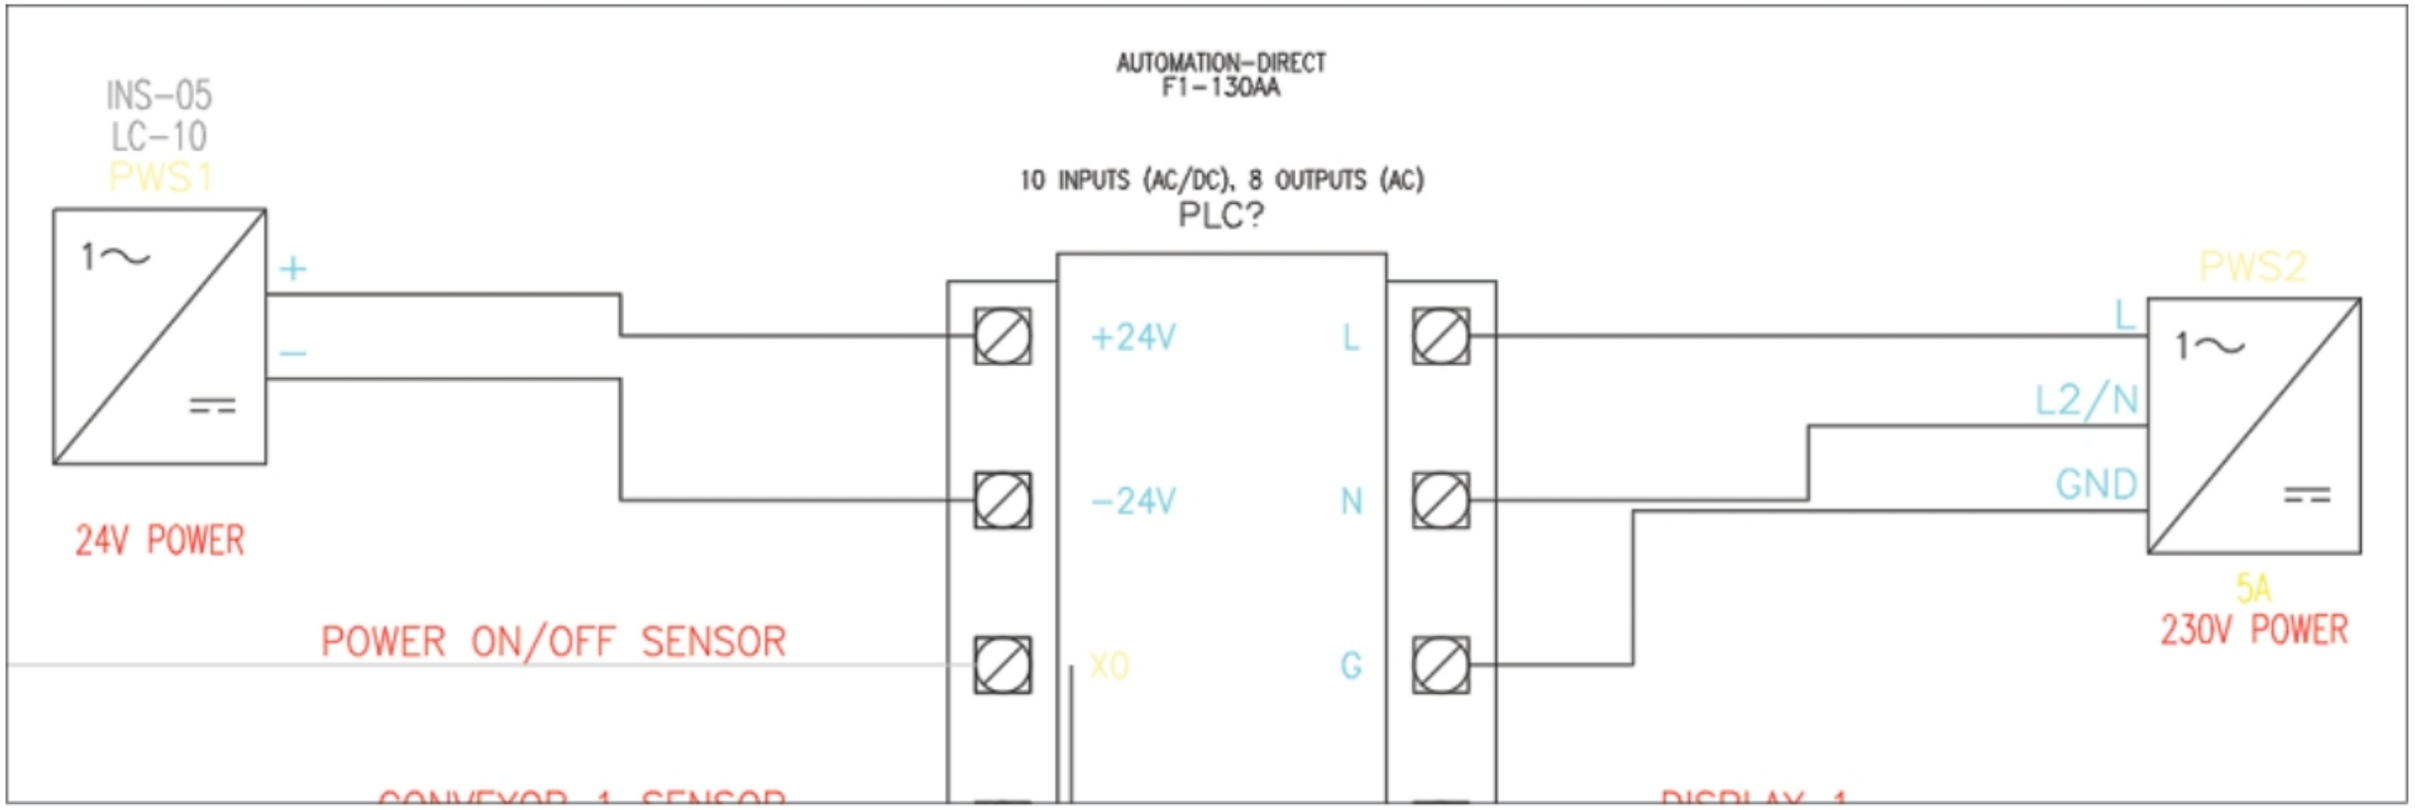

Figure-39. Connecting Power supplies to PLC
- Connect the power supplies to PLC using **Wire** tool; refer to Figure-39.